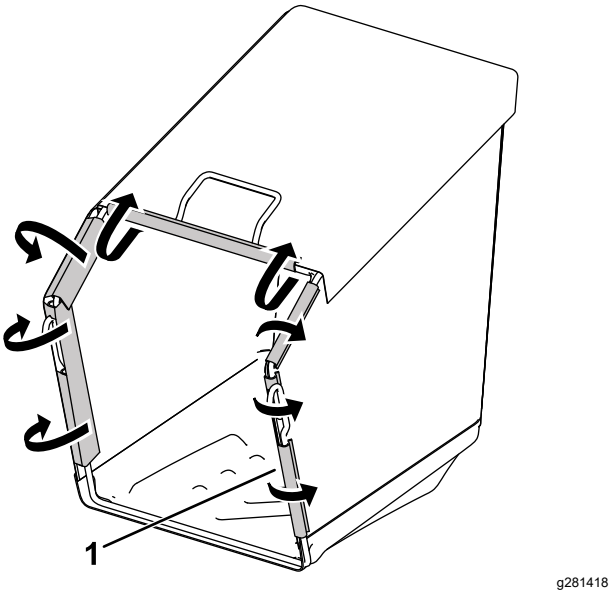

**Rysunek 7**
3. Zamocuj worek do ramy worka za pomocą zaczepów z tworzywa (Rysunek 7).